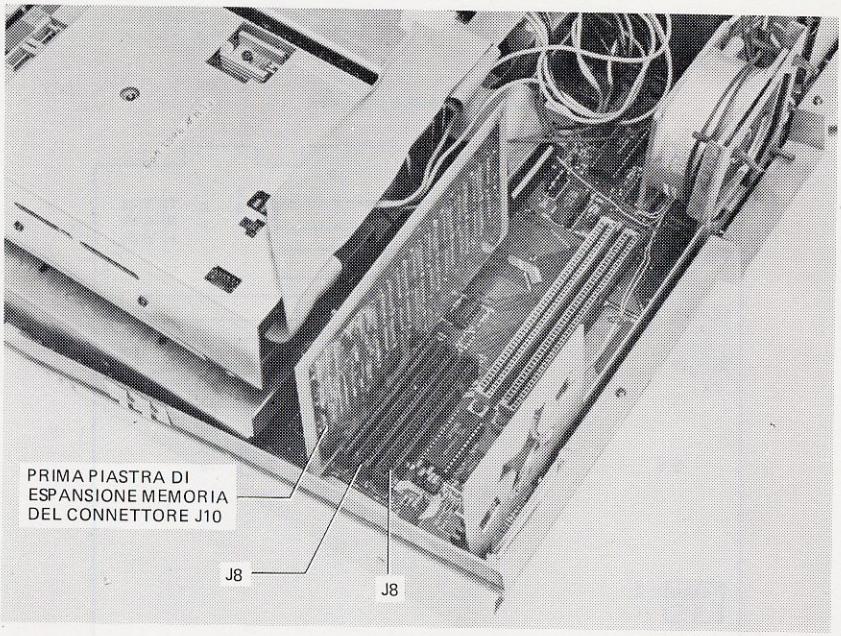

Figura B-12 Posizione dei connettori per espansione memoria
7. Inserire la prima piastra di memoria nel connettore J10 con il lato componenti rivolto verso la parte anteriore dell'unità. La posizione del connettore J10 è illustrata nella Figura B-12.
8. Inserire la seconda piastra di memoria nel connettore J9 con il lato componenti rivolto verso la parte anteriore dell'unità. Inserire la terza piastra di memoria nel connettore J8 con il lato componenti rivolto verso la parte anteriore dell'unità. La posizione dei connettori J9 e J8 è illustrata nella Figura B-12.